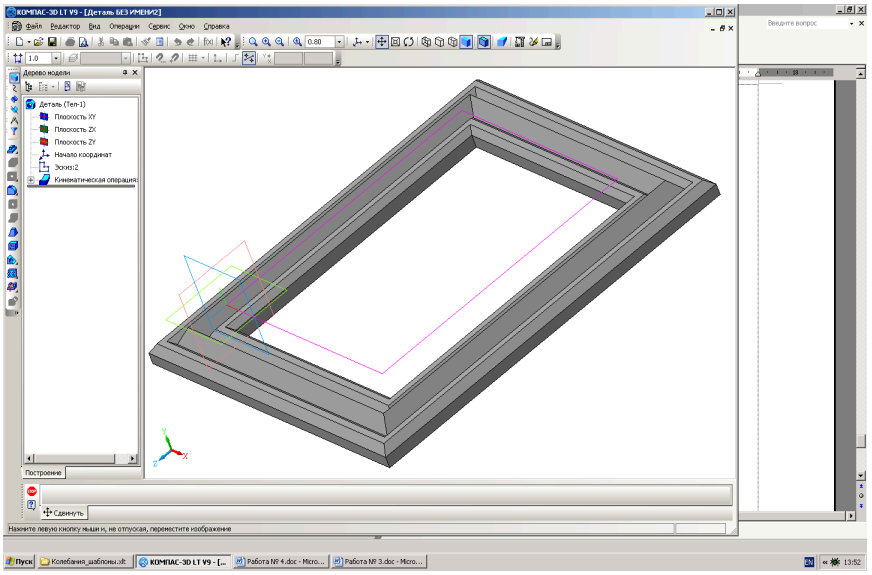

Рис. 4.9. Деталь Рамка для фотографии.
3.11. Нажмите кнопку **Создать объект**. Деталь Рамка построена рис. 4.9. Чтобы увидеть деталь целиком, нажмите на панели управления кнопку **Показать все**.